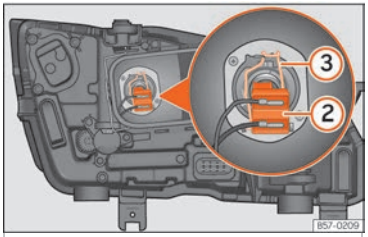

Fig. 54 In the engine compartment: dipped beam headlight bulb.
– Remove connector ››› Fig. 54 ② from the bulb.
– Unclip the retainer spring ››› Fig. 54 ③ pressing clockwise and inwards.